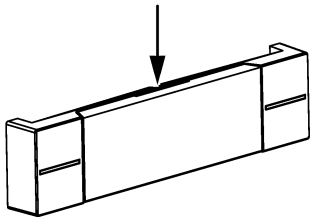

Bild 9: Känn av skåran på etikettfältsskyddet
- Känn av skåran på etikettfältsskyddet med ett finger (se bild 9).